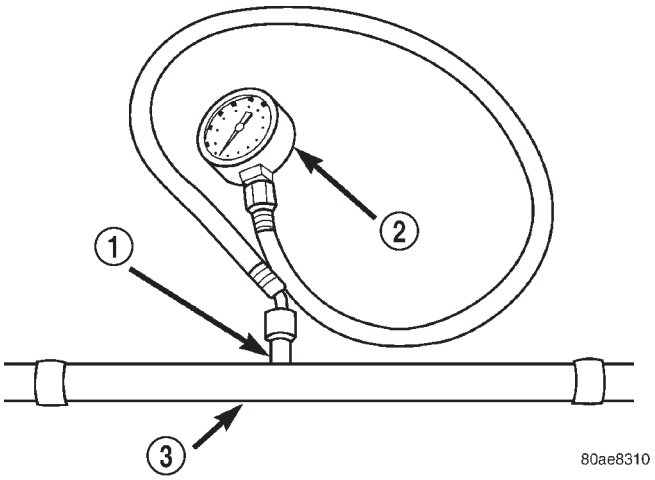

Fig. 11 FUEL PRESSURE TEST GAUGE (TYPICAL GAUGE INSTALLATION AT TEST PORT)
(1) Remove protective cap at fuel rail test port. Connect the 0–414 kPa (0-60 psi) fuel pressure gauge (from gauge set 5069) to test port pressure fitting on fuel rail (Fig. 11). **The DRB® III Scan Tool along with the PEP module, the 500 psi pressure**